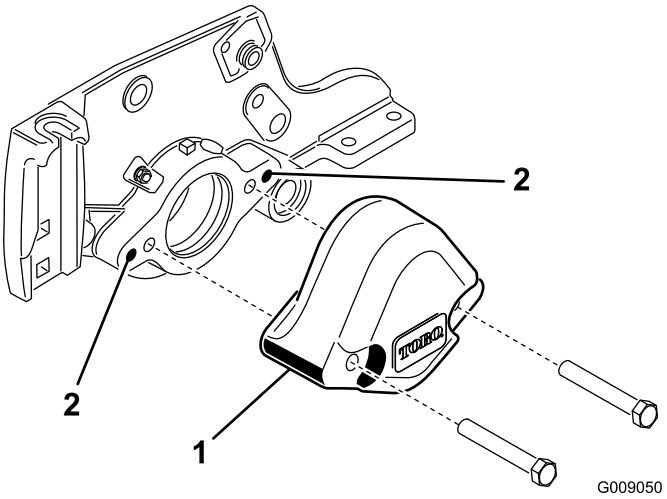

Bild 5
3. Nehmen Sie die zwei Schrauben ab, mit denen das Gegengewicht links hinten an der Schneideinheit befestigt ist. Entfernen Sie das Gegengewicht (Bild 5).
4. Entfernen Sie mit einem Gewindebohrer (3/8-16) den Lack in den äußeren Befestigungslöchern in der Seitenplatte (Bild 5).